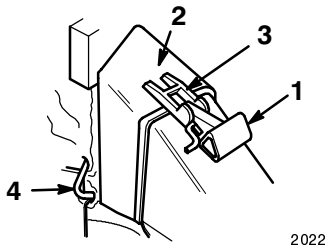

**Figure 36**
4. Ensure that the discharge door handle is fully forward (door closed) (Fig. 36).
**Note:** In Figure 36, the brush guard is not shown for the purpose of clarity.
5. Fit the bag door opening over the discharge tunnel opening as shown in Figure 36.
2. Lift the door latch until it clears the bag notch and move the discharge door handle forward (Fig. 36).